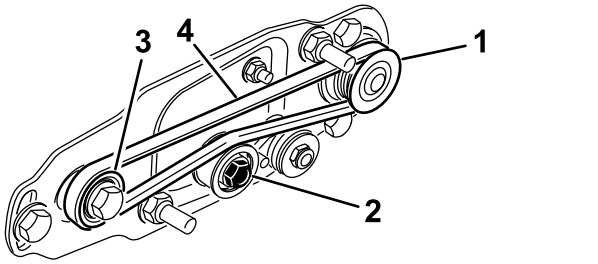

图 26
A. 先缠绕**驱动**皮带轮周围的皮带然后再缠绕怠轮皮带轮顶部上方的皮带 图 26。
B. 启动**从动**皮带轮上的皮带 图 26。